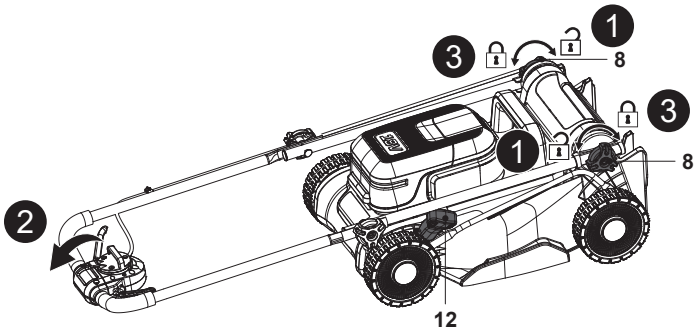

**Fig. 22**
- Retirer le bac de ramassage (7)/l'obturateur mulching (23).
- Régler le levier de réglage de la hauteur de coupe (12) sur la position la plus basse.
- Desserrer les deux boutons de serrage (8) sans les retirer, puis replier complètement l'ensemble de guidon (Fig. 22, étapes 1, 2).
- Fixer le tout en tournant les deux boutons de serrage (8) afin d'éviter toute dispersion avant le rangement à la verticale (Fig. 22, étape 3).